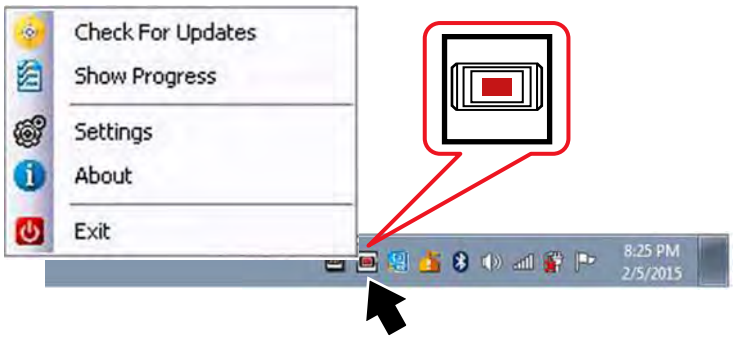

Figure 13-3 *ShopStream Update Tool icon and menu*
1. Select the SST icon in the Windows taskbar notification area to open the menu (Figure 13-3).